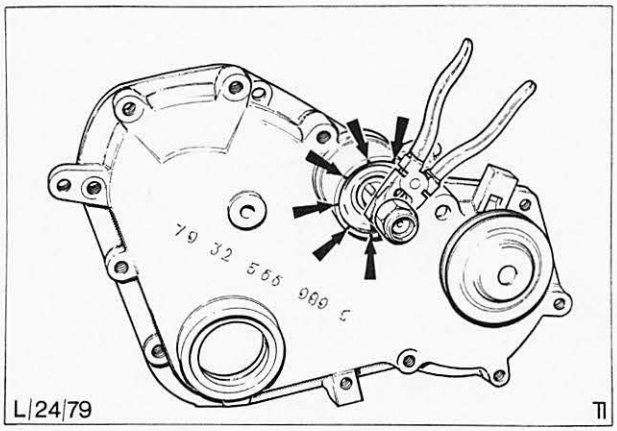

Abb. 19 Lüfterwelle mit Lagern ausbauen
4. Stirnraddeckel im Bereich des Lüfterlagers auf einer Heizplatte erwärmen, bis die Lüfterwelle komplett mit beiden Lagern aus dem Stirnraddeckel herausgetrieben werden kann, Abb. 19.